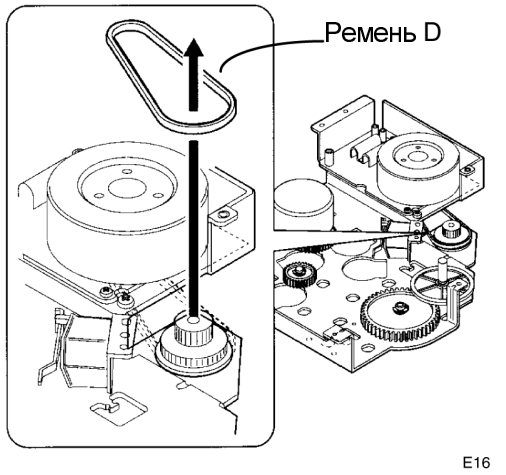

Рисунок 3. Снятие ремня D
5. (Рисунок 3): Снимите ремень D привода блока проявления.